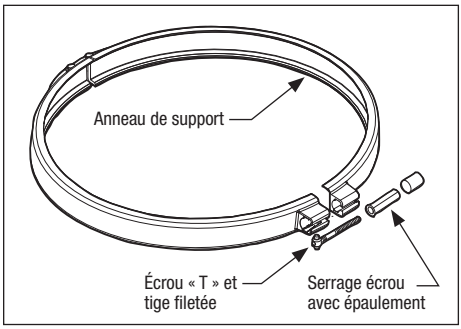

Figure 6. Anneau de support
1. S'assurer que le siège du joint torique est propre et que le joint torique est en position dans la moitié inférieure du réservoir. Appuyer le couvercle du filtre sur la moitié inférieure, en prenant en sandwich le joint torique entre les deux (2) moitiés.
3. Placer l'écrou en « T » et la tige filetée dans le collier. S'assurer que l'écrou en « T » est placé dans le serre-joint dans le bon sens. Voir la Figure 6.